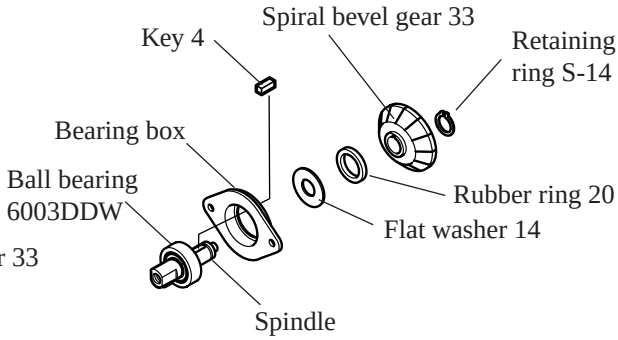

Fig. 7
3) Take off retaining ring S-14. Then, spiral bevel gear 33, rubber ring 20, flat washer 14 and key 4 can be separated from spindle. And spindle can be separated from bearing box as illustrated in Fig. 7.